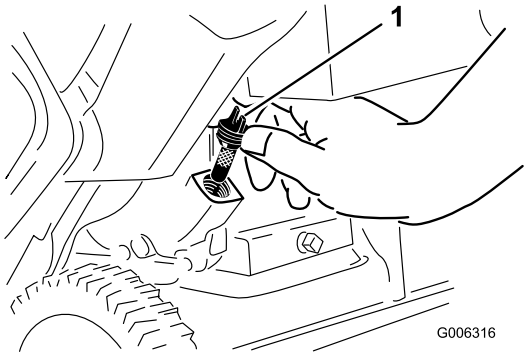

Figur 9
2. Rengjør rundt oljelokket (Figur 9).